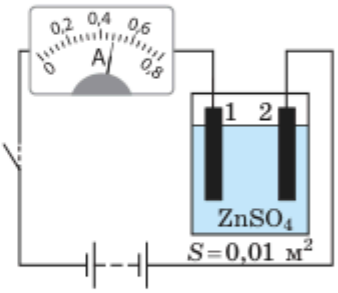

Рис. 1
3. Дві однакові електролітичні ванни заповнені розчином аргентум(I) нітрату. Концентрація розчину у ванні 1 більша, ніж у ванні 2. Визначте, на катоді якої ванни виділиться більше срібла, якщо ванни з'єднані: а) послідовно; б) паралельно.
4. На рис. 1 наведено зображення електричного кола, до складу якого входить електролітична ванна з водним розчином цинк сульфату. Напруга на електродах становить 2 В; густина цинку — 7100 кг/м^3. Визначте: